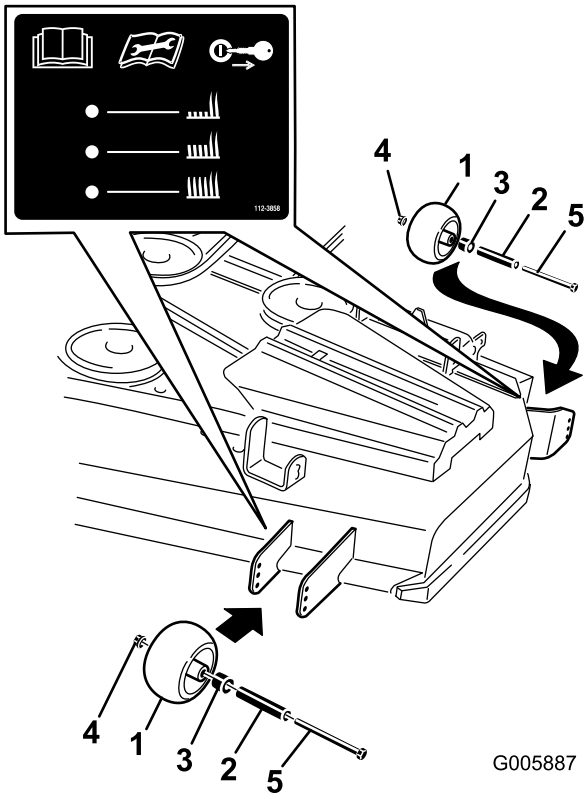
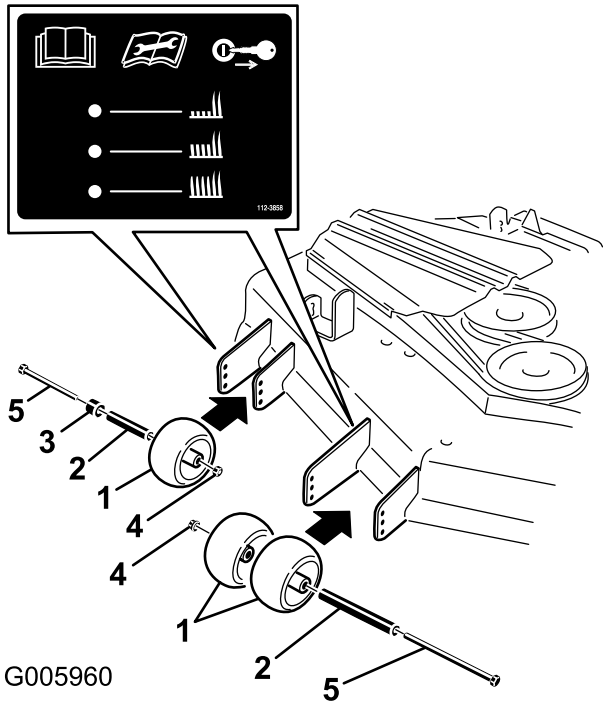

Figuur 19
Figuur 20
3. Nadat u de maaihoogte hebt ingesteld, moet u de flensmoer, de lagerbus, het afstandsstuk en de bout verwijderen om de rollen in te stellen (Figuur 19 of Figuur 20).
Opmerking: De twee middelste rollen hebben geen afstandsstuk (Figuur 19 of Figuur 20).
5. Monteer de flensmoer, de lagerbus, het afstandsstuk en de bout. Vastdraaien met een torsie van 54-61 Nm (Figuur 19 of Figuur 20).